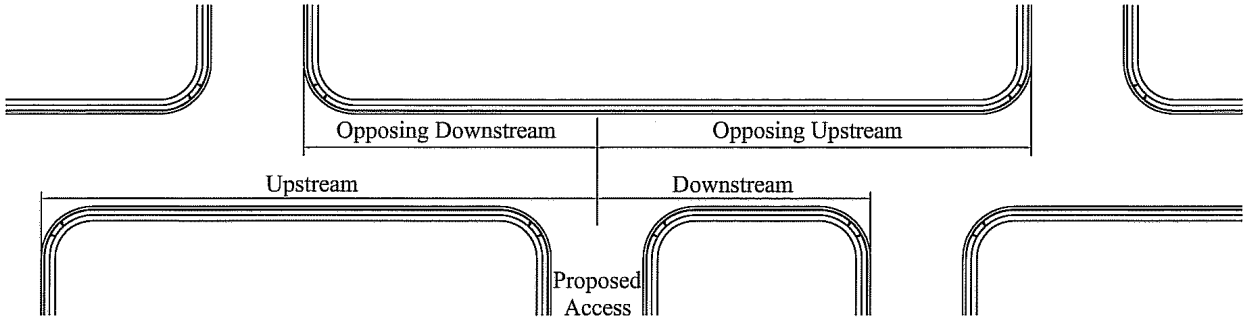

Figure 1: MEASUREMENTS FOR MINIMUM ACCESS SPACING STANDARDS
2. Driveway spacing is measured as shown in figure 1.